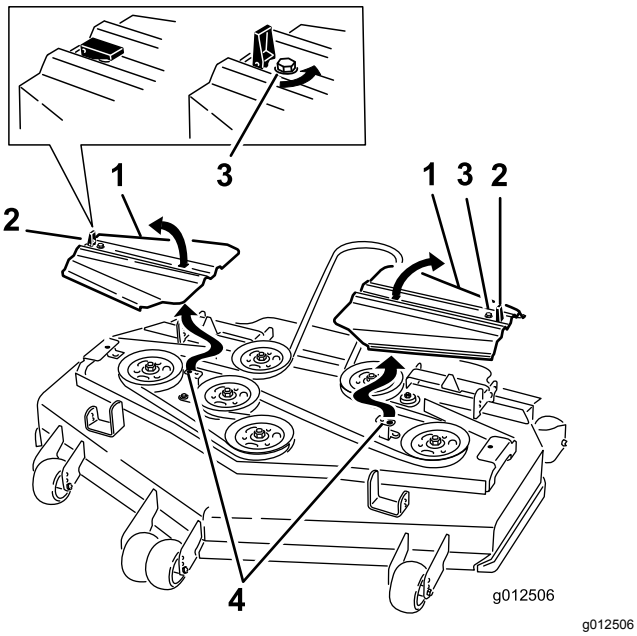

Figur 87
14. Monter remdekslene med tappene i slissene. Monter skruene og fest låsene (Figur 87).